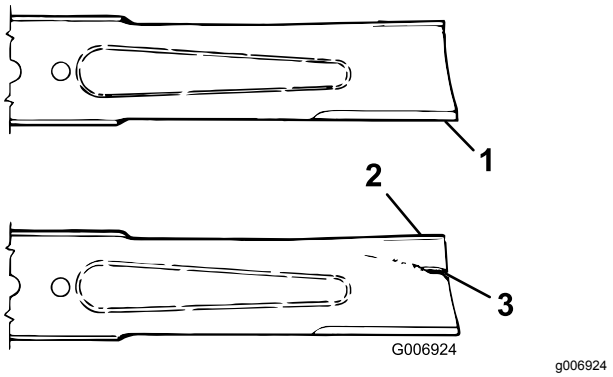

**Figur 89**
3. Undersök knivseggarna noggrant, i synnerhet där knivens flata och böjda del möts (Figur 89).
4. Kontrollera kniven innan du använder gräsklipparen eftersom sand och slipande material kan slita bort metallen som förenar knivens flata och böjda delar. Byt ut kniven om den är sliten (Figur 89). Anvisningar finns i Demontera klippenhetskniven (sida 65).
**Om du låter en kniv bli sliten bildas ett spår mellan seglet och knivens flata del (Figur 89). Till slut kan en bit av kniven gå av och slungas ut från under kåpan och kanske skada dig eller någon kringstående allvarligt.**